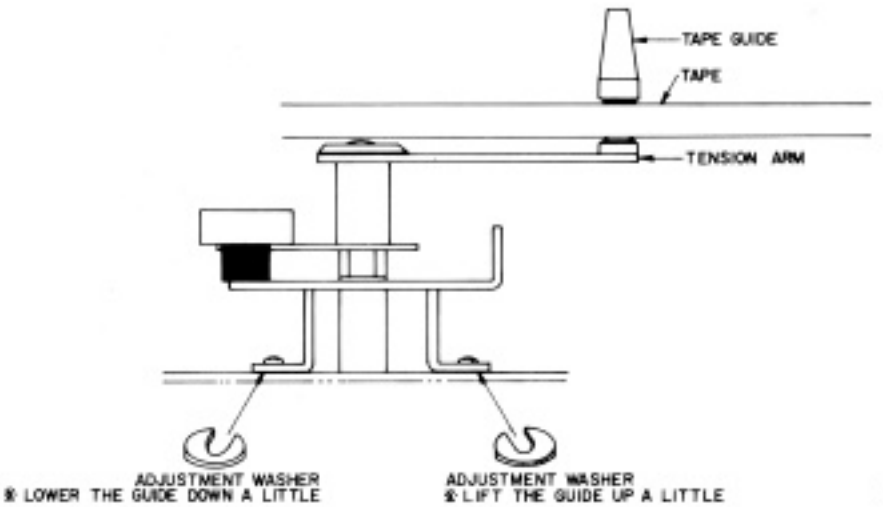

Fig. 10
18. TAPE GUIDE HEIGHT ADJUSTMENT (Refer to Fig. 10)
2) In case the tape guide is low, adjust by inserting a U Type Washer on the right side in Fig. 10, and in case it is high, adjust by inserting a washer on the left side.